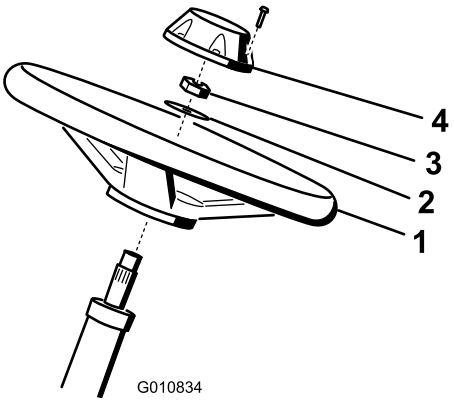

**Figuur 5**
1. Schuif het stuurwiel op de stuuras (Figuur 5).
2. Schuif de ring op de stuuras (Figuur 5).
3. Bevestig het stuurwiel op de as met een contramoer en draai deze vast met 27 tot 35 Nm (Figuur 5).
4. Plaats de dop op het stuurwiel en bevestig deze met de schroef (Figuur 5).